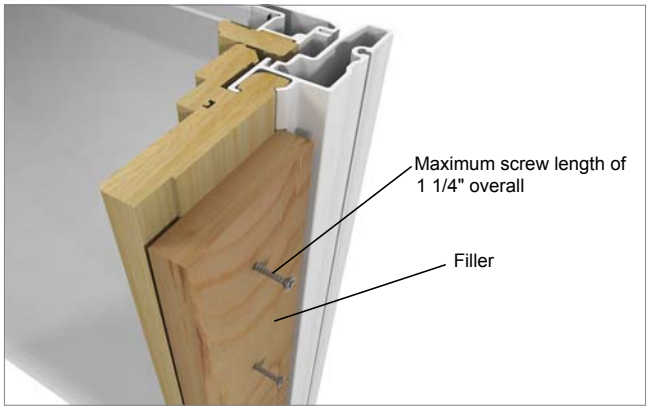

Figure 5
2. On casement and awning units, you may want to apply a filler board to the frame. This will allow for easier shimming during installation. See figure 5.